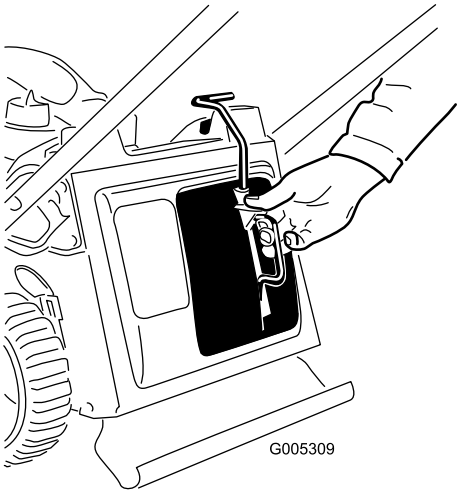
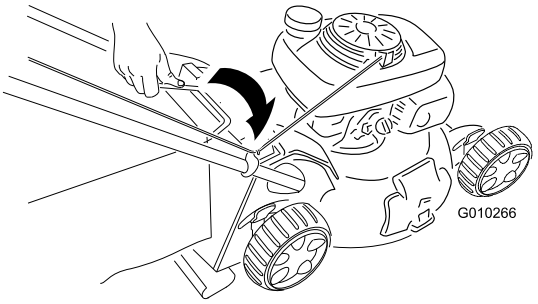

**Figur 18**
**Figur 19**
1. Montera mullningspluggen (Figur 18) eller gräsuppsamlaren (Figur 19) på klipparen.